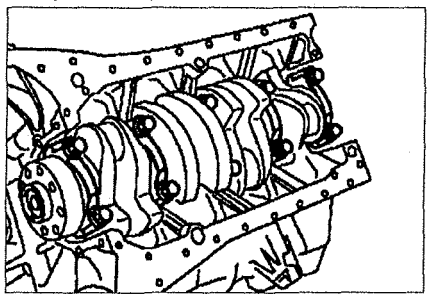

Рис. 2.65. Установка коленчатого вала.
4. Смажьте коленчатый вал и установите его. Установите вкладыши коренных подшипников в соответствии с метками, нанесенными на них. Смажьте болты крепления крышек коренных подшипников маслом и затяните их до момента 55 Нм + 90° (см.рис.2.65).